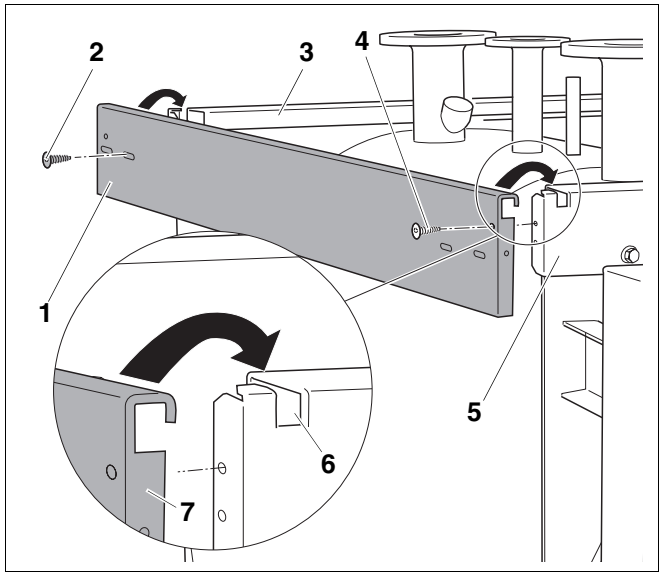

Rys. 14 Montaż lewego, bocznego profilu poprzecznego
Montaż obu profili bocznych – lewego i prawego – przedstawiony został na przykładzie montażu lewego, bocznego profilu poprzecznego (rys. 14, **poz. 1**). Prawy, boczny profil poprzeczny zamontować należy w taki sam sposób.
Otwór w przednim zagięciu bocznego profilu poprzecznego (rys. 14, **poz. 7**) pozostaje niewykorzystany, służy on do skręcenia tylnej i bocznej ścianki.
- Wczepić lewy, boczny profil poprzeczny (rys. 14, **poz. 1**) w wycięcia profili bocznych (rys. 14, **poz. 6**).
- Przykręcić lewy, boczny profil poprzeczny (rys. 14, **poz. 1**) poprzez najwyższy otwór przy pomocy śruby (rys. 14, **poz. 4**) do przedniego profilu poprzecznego (rys. 14, **poz. 5**).
- Przykręcić lewy, boczny profil poprzeczny (rys. 14, **poz. 1**) poprzez przedni otwór poprzeczny przy pomocy śruby (rys. 14, **poz. 2**) do tylnego profilu poprzecznego (rys. 14, **poz. 3**).